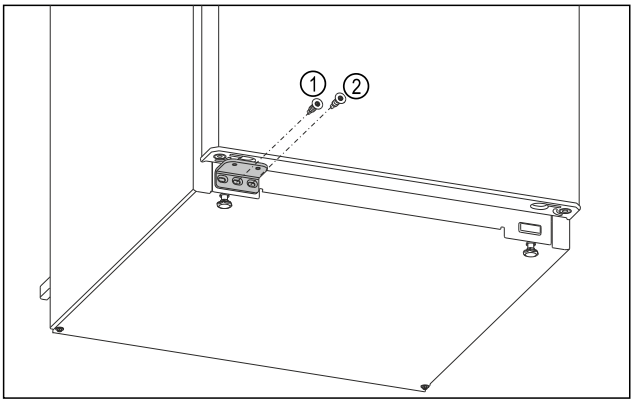

Fig. 17
▶ Utáhněte prostřední šroub stojanu ložiska *Fig. 17 (1)* šroubovákem Torx 20.
▶ Utáhněte vnitřní šroub stojanu ložiska *Fig. 17 (2)* šroubovákem Torx 20.